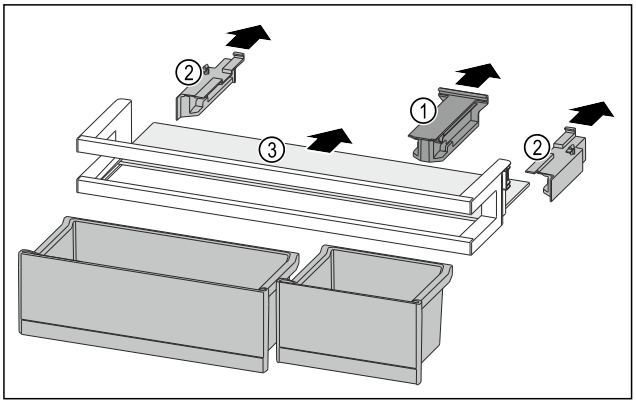

Fig. 208
▶ Desprindeți piesa de susținere *Fig. 208 (1)*.
▶ Desprindeți piesele laterale *Fig. 208 (2)*.
▶ Extrageți raftul *Fig. 208 (3)*.